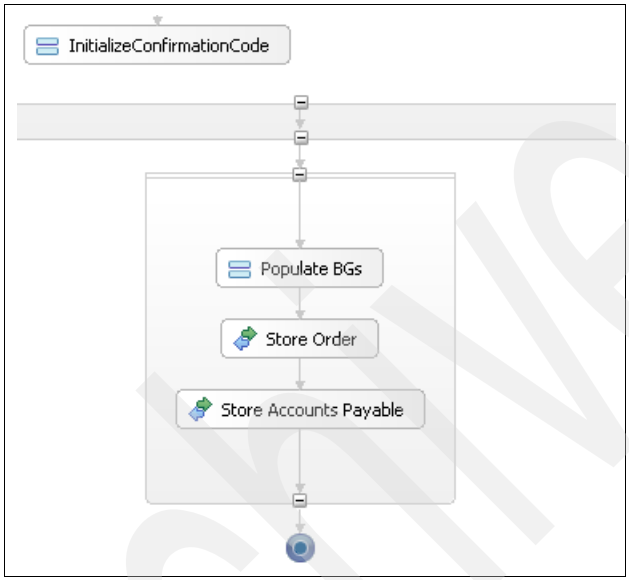

Figure 12-33 Additional activities to add to the PlaceOrderProcess business process
2. Add a new business logic at the end of the existing business process logic. Add a scope that contains an assign node and two invoke nodes to the end of the process, as shown in Figure 12-33.